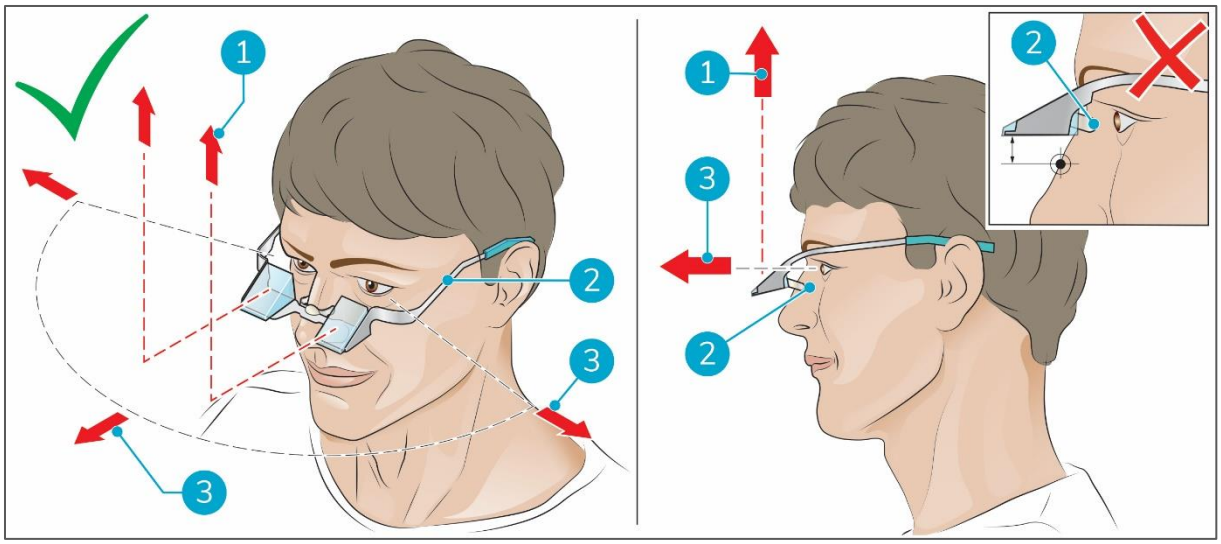

Abbildung 15
1. Stehen Sie still und schauen Sie geradeaus, um die beste Sicht nach oben zu erhalten (Abbildung 15, Pos. 3, 1).
2. Positionieren Sie die i-suit Brille nicht zu hoch auf Ihrem Nasenrücken. Mit der richtigen Position (Abbildung 15, Pos. 2) können Sie vollständig in die Prismen hinein- oder herausschauen. So können Sie problemlos zwischen der Sicht nach oben und normaler Rundumsicht wechseln.